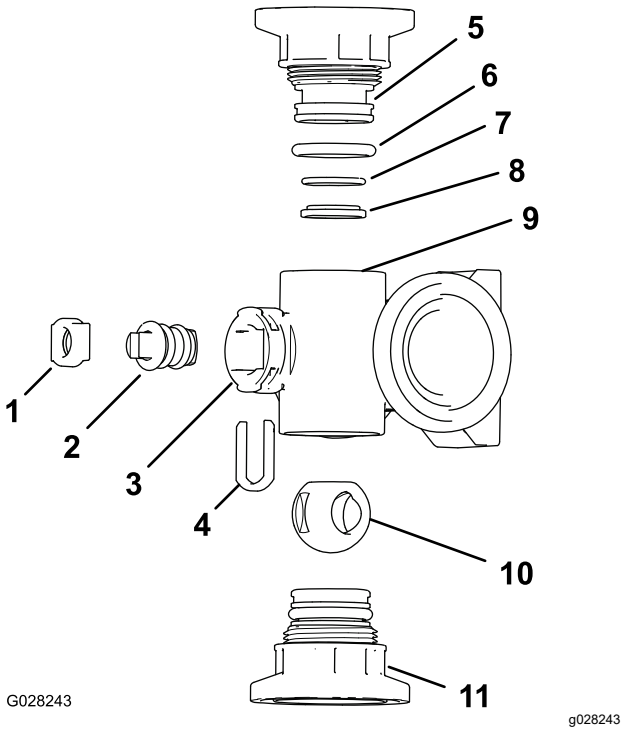
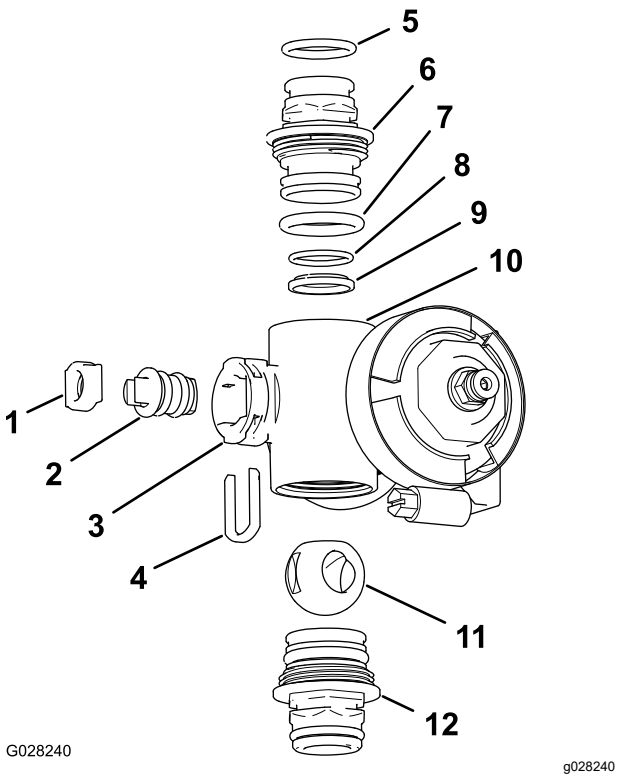

Figuur 77
Figuur 78
2. Verwijder de 2 dopaansluitingen van de uiteinden van de verdelerbehuizing (Figuur 77 en Figuur 78).
4. Verwijder de houder van de afsluiter uit de openingen in de ventielopening van de verdeler (Figuur 77 en Figuur 78).
5. Neem de houder van de afsluiter en de zitting van de afsluiter uit de verdeler (Figuur 77 en Figuur 78).
6. Neem de ventieleenheid uit de verdelerbehuizing (Figuur 77 en Figuur 78).
1. Controleer de staat van de O-ringen van de uitgaande fitting (alleen spuitboomklepverdeler), de O-ringen van de dopafdichting, de O-ringen van de achterzitting en de kogelzitting op schade of slijtage (Figuur 77 en Figuur 78).
2. Breng siliconenvet aan op de afsluiter en steek deze in de zitting van de afsluiter (Figuur 77 en Figuur 78).
3. Monteer de afsluiter en de zitting in de verdeler en bevestig de afsluiter en de zitting met de houder van de afsluiter (Figuur 77 en Figuur 78).
4. Zorg dat de O-ring van de achterzitting en de kogelzitting uitgelijnd zijn en op hun plaats zitten in de dopaansluiting (Figuur 77 en Figuur 78)
5. Breng de dopaansluiting aan op de verdelerbehuizing tot de flens van de dopaansluiting contact maakt met de verdelerbehuizing (Figuur 77 en Figuur 78). Draai vervolgens de dopaansluiting nog ⅛ tot ¼ slag.